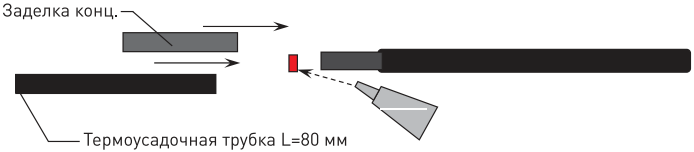

Рисунок 13
6.4. Концевую заделку V* заполнить силиконовым клееем-герметиком и надвинуть ее поверх оболочки до упора. Поверх концевой заделки надеть термоусадочную трубку длиной 80 мм (рисунок 13).